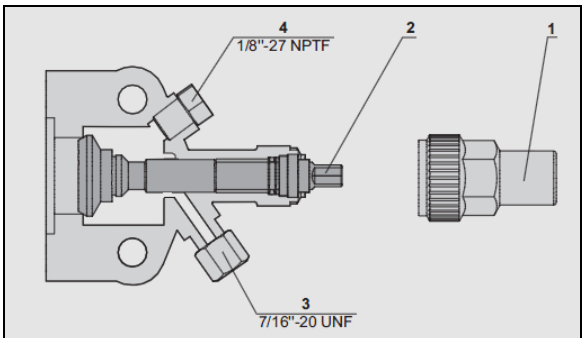

**FIGURE 96: COMPRESSOR SHUT-OFF VALVE IN FRONT SEATED POSITION**
3. Close (frontseat) the receiver tank outlet shutoff valve by turning the stem clockwise (Figure 62 and Figure 96).
10. Close (frontseat) the suction shutoff valve on the compressor (Figure 96).